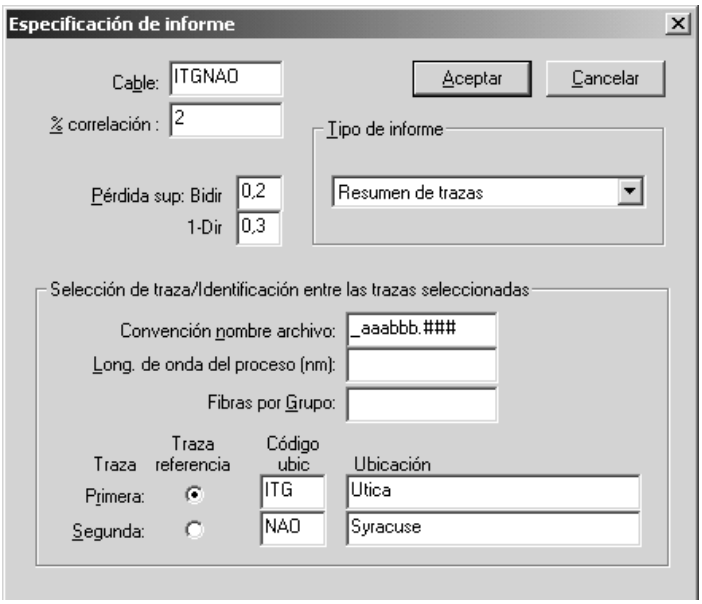

Figura 10-2: Cuadro de diálogo de especificación de informe
7. Seleccione el botón de informe, a continuación, haga clic en Aceptar. Aparecerá el cuadro de diálogo de especificación de informe tal y como se muestra en Figura 10-2.